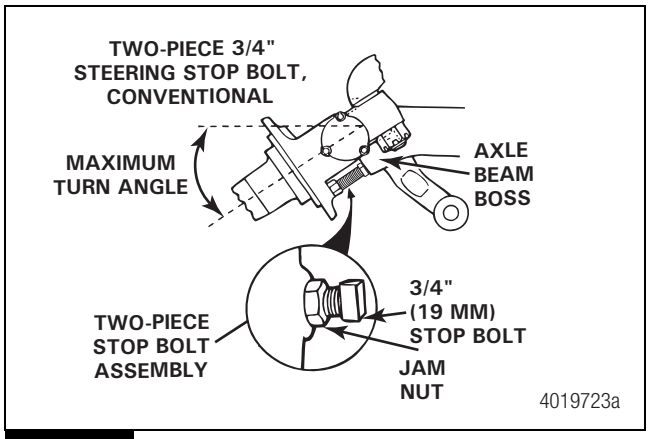

Figure 7.7
A. Loosen the stop bolt jam nut. Figure 7.7.